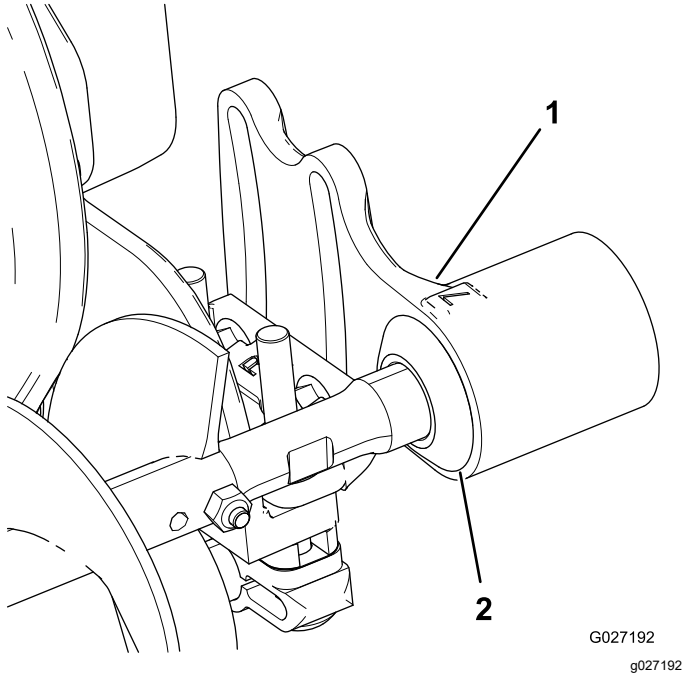

Figuur 10
1. Schuif de afdichting naar buiten tot de lipafdichtingen de lagerbehuizingen licht raken (Figuur 10).